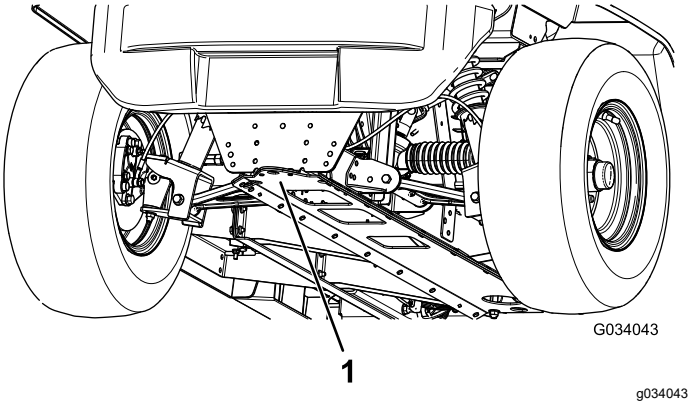

**Figuur 23**
- Het hefpunt vooraan de machine bevindt zich aan de voorzijde van het frame, achter de sleeplip (Figuur 23).